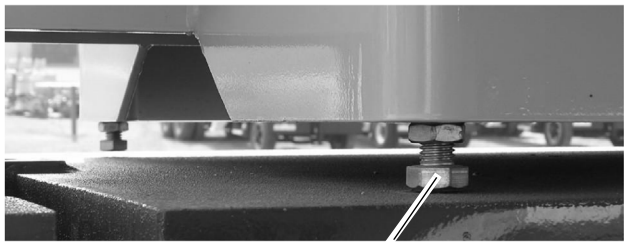

FIGURA 5-13
8. Ajuste os quatros parafusos de nivelamento do contrapeso Figura 5-13 para eliminar qualquer movimento relativo entre o contrapeso e a mesa giratória.